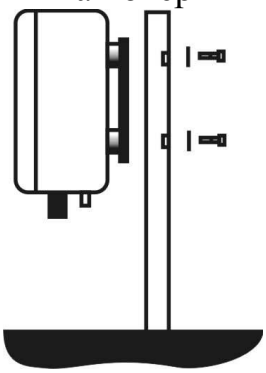

Рис. 10.13
10.2.5 Заземлители установить в земле, оставляя на поверхности видимую часть высотой не менее 1 м мм, на расстоянии не дальше 1м от конечных стоек сигнализационного участка. В соответствии с рис. 10.13 прикрепить БПРД и БПРМ к заземлителю (или на поверхности стены или заграждения для настенного варианта крепления) и подключить клеммы заземления на корпусах БПРД и БПРМ к клеммам заземлителей.